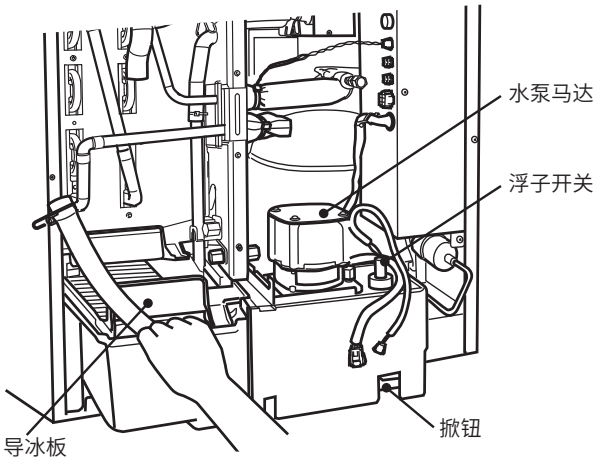

图 4
5) 将水箱、导冰板、水泵马达托架、水泵马达和浮子开关一同拉出。请参见图4